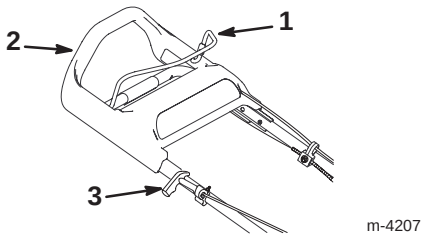

Bild 8
Der Startergriff und die Messersteuerstange befinden sich am oberen Griffteil, siehe Bild 8.
- **Manuelles Starten**—Ziehen Sie leicht am Startergriff, bis Sie einen Widerstand spüren. Ziehen Sie ihn dann kräftig durch (Bild 8). Lassen Sie das Seil langsam zum Griff zurücklaufen.